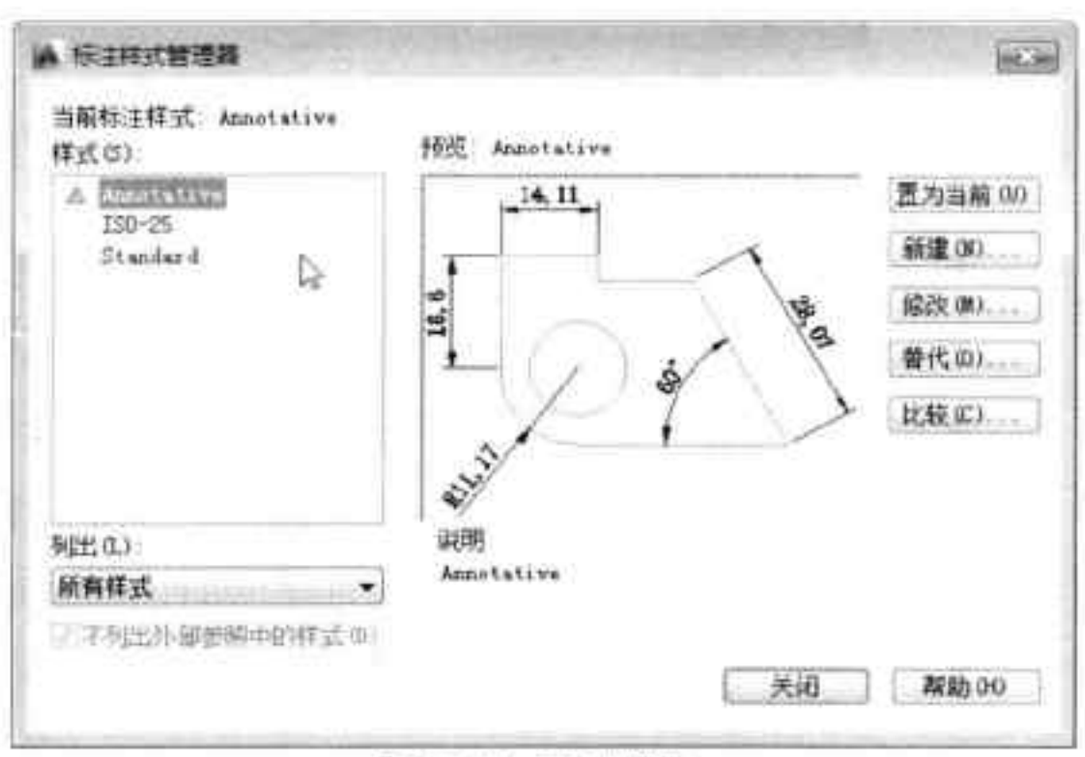

图9-21 完成删除
Step 04 返回上一层对话框，此时多余的样式已被删除，如图 9-21 所示。